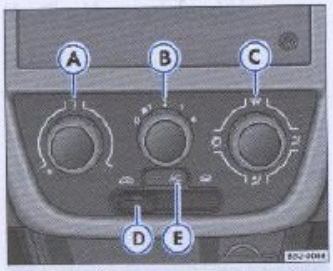

Fig. 95 Detalle en el tablero: comandos del aire acondicionado
– Gire el mando ⇒ fig. 95 Ⓐ para ajustar la temperatura, Ⓑ para ajustar las velocidades de ventilación y el mando Ⓒ para seleccionar la distribución del aire ⇒ ⚠.
– Presione la tecla ⇒ fig. 95 Ⓔ para activar el aire acondicionado[39]. Cuando está conectado, se enciende la luz indicadora en la tecla.
– Gire el mando ⇒ página 116, fig. 95 Ⓐ a la derecha, hasta alcanzar la temperatura de calefacción deseada.
– Seleccione, en el mando ⇒ página 116, fig. 95 Ⓑ, una de las 4 velocidades.
– Seleccione la distribución del aire, a través del mando ⇒ página 116, fig. 95 Ⓒ: (para el parabrisas), (para el área del tórax), (para el área del parabrisas y de los pies) o (para el área de los pies).
– Presione la tecla de accionamiento del aire acondicionado ⇒ página 116, fig. 95 AC Ⓔ. La luz indicadora en la tecla se encenderá.
– Gire el mando ⇒ página 116, fig. 95 Ⓐ a la izquierda, hasta alcanzar la temperatura de refrigeración deseada.
- Cuando el mando ⇒ página 116, fig. 95 Ⓒ está en la posición , tendrá que haber, por lo menos, un difusor abierto en el tablero de instrumentos, para no congelar el sistema de refrigeración.
En el modo de recirculación del aire ⇒ página 116, fig. 95 ⓒ ⓓ, se evita la entrada de olores fuertes en el habitáculo, como los encontrados, por ejemplo, en la travesía de un túnel o en un atasco.